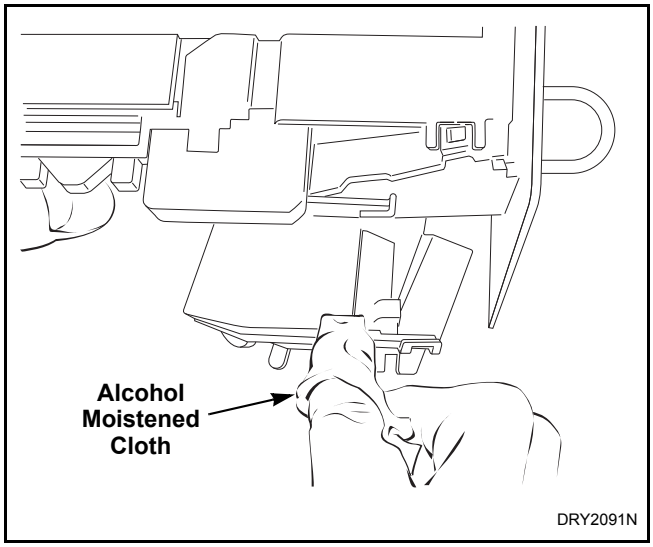

Figure 20
f. Clean residue from coin rail with an alcohol moistened cloth. Refer to *Figure 20*.